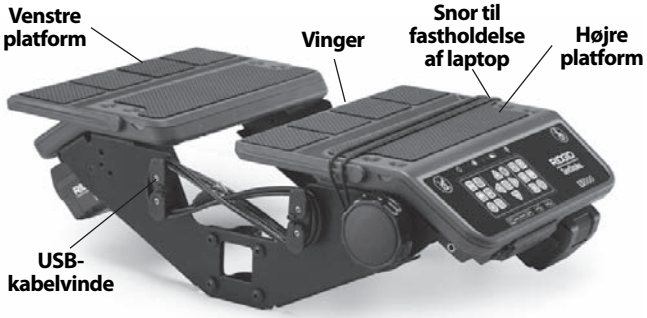

Figur 7 – Sænkning af platformvinger
5. Før USB-kablet fra LT1000 op til USB-indgangen på laptoppen og sæt det i. Vikl overskydende ledning sammen omkring USB-kabelvinden. (*Se figur 7).*